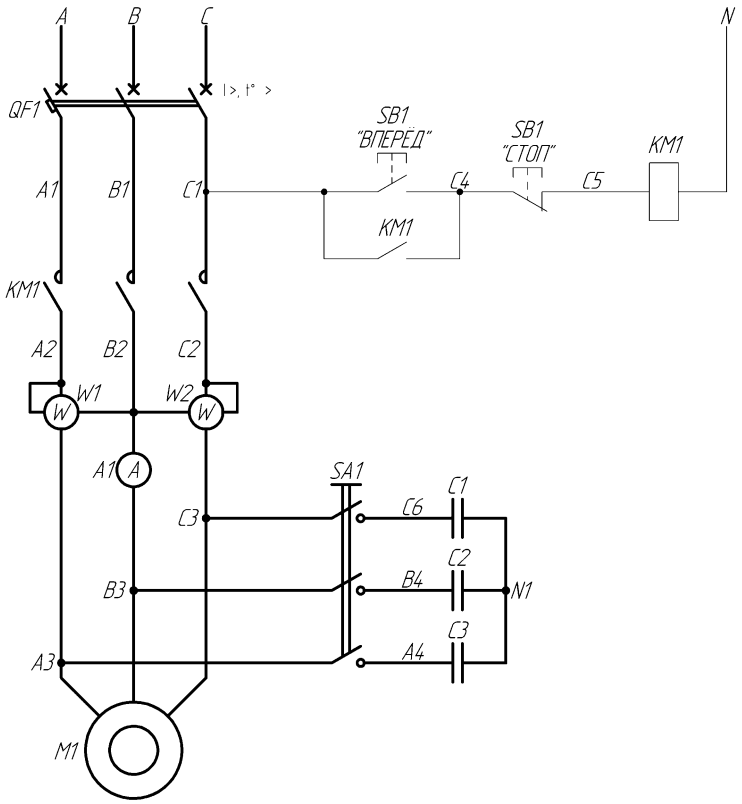

Рис. 2. Принципиальная схема управления асинхронным электродвигателем с индивидуальной компенсацией мощности посредством трёхкнопочного поста
1. Соберите электрическую схему согласно Рис. 2.
Соберите электрическую схему (согласно рис. 2) для исследования повышения коэффициента мощности с использованием батареи конденсаторов (схема индивидуальной компенсации мощности). В качестве активно-индуктивной нагрузки используйте асинхронный электродвигатель *M*1. Подключение батареи конденсаторов производите выключателем *SA*1. Ваттметр *W*1, *W*2 индицирует активную трехфазную мощность, потребляемую электродвигателем.